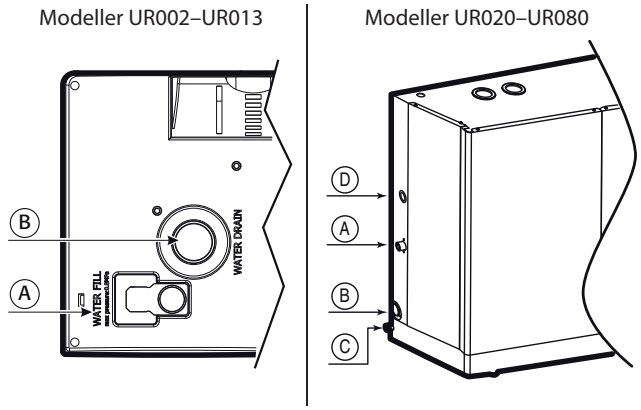

Fig. 2.b Fig. 2.c
- Tömningsröret ska dras vertikalt nedåt minst 30 cm (fig. 2.a) för att undvika retur av ånga.